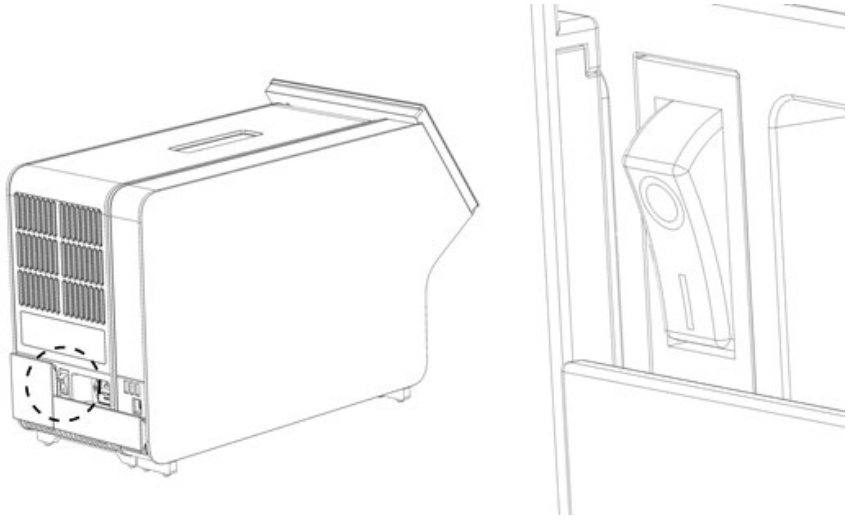

Figur 21. Finn strømbryteren og sett den i posisjonen «I».
10. Slå på instrumentet ved å flytte strømbryteren på baksiden av den analytiske modulen slik at den står i posisjonen «I» (figur 21). Kontroller at statusindikatorene på den analytiske og driftsmodulen er blå.